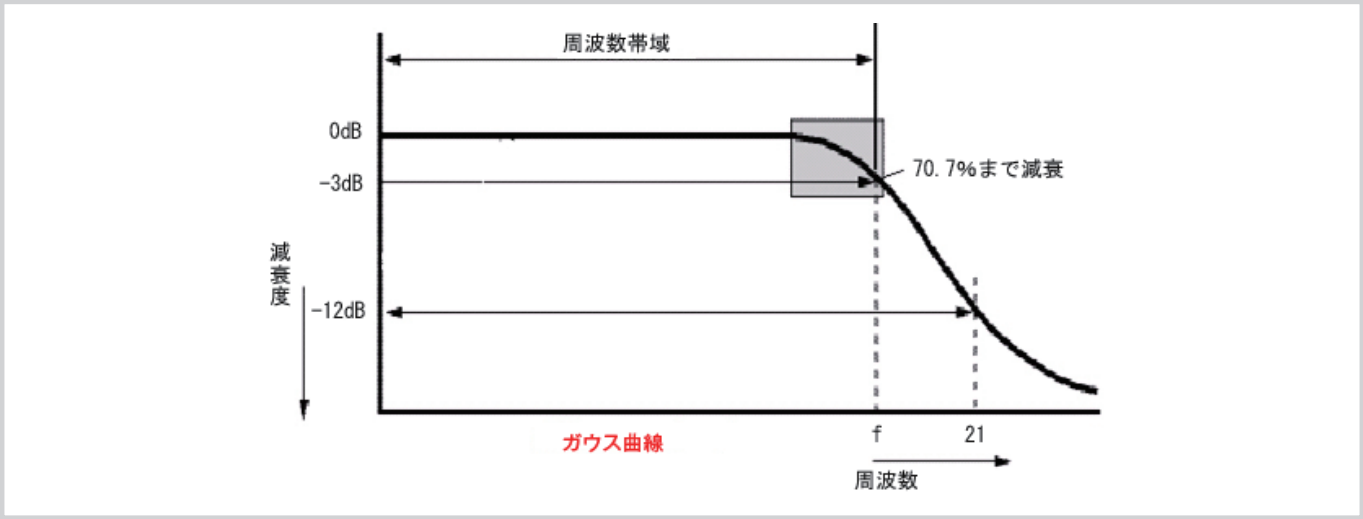

図1 周波数帯域の定義の仕方を示したもの
①振幅は1Vより大きく見える
②振幅はちょうど1Vに見える
③振幅は1Vより小さく見える
答えは③です。振幅は1Vより小さく見えます。理由は周波数帯域の定義の仕方にあります。エネルギーが半分、振幅が70.7%に低下した周波数をもって周波数帯域と定義します。つまり、周波数帯域と定められた周波数においては振幅が減少しているのです。よって、周波数帯域が100MHzぴったりのオシロスコープで観測すると、1Vの100MHzサイン波は0.707Vにしか見えません。(**図1**)